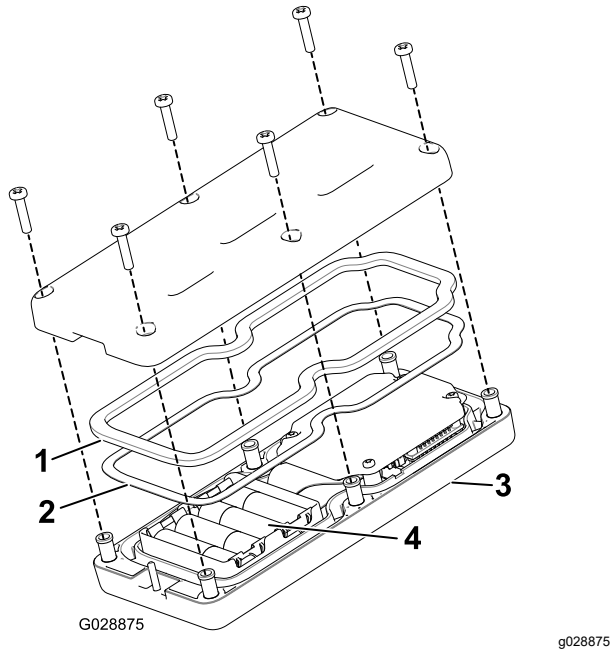

Figur 20
2. Sätt i batterierna i batterifacket och var noga med att placera polerna åt rätt håll. Det finns polaritetsmarkeringar för varje terminal präglade på batterifacket (Figur 20).
3. Se till att stålpackningen och gummitätningen sitter i kanalen i handkontrollen och sätt tillbaka det bakre locket (Figur 20).
4. Fäst locket med sex skruvar (Figur 20) och dra åt dem till 1,5–1,7 Nm.